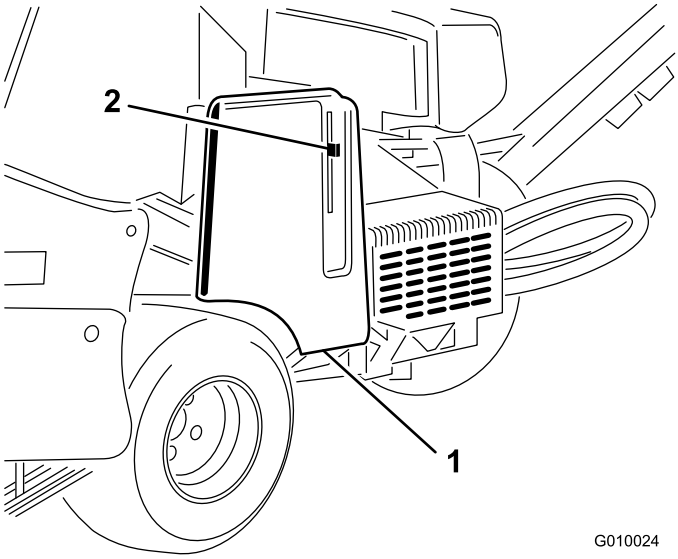

Figur 18
2. Lås opp og ta av remdekselet (Figur 18).